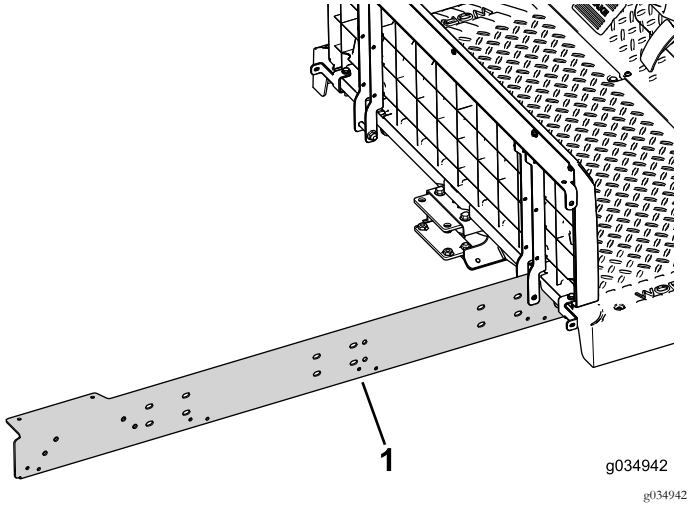

Figura 70
2. Monte provisionalmente la extensión en el lado derecho de la máquina (Figura 70).